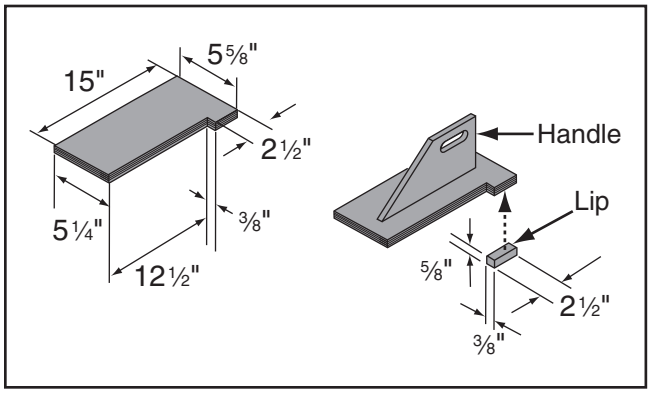

Figure 93. Push block dimensions and construction.
3. Using ¾" material you used in previous steps, cut out pieces for push block per dimensions shown in **Figure 93**; for handle, cut a piece 10" long by 5"–9" high and shape it as desired to fit your hand.